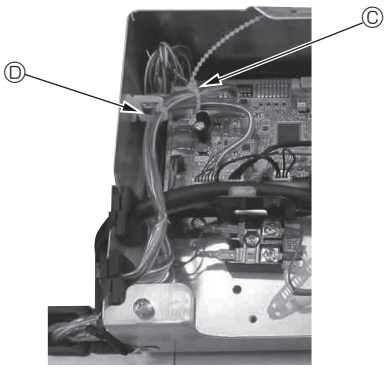

Fig. 10-14
- **Place the excess portions of the i-See sensor and signal receiver junction wires in the electric component box in the wire clip as shown in the diagram, and secure the wires together with the fastener. (Fig. 10-14)**